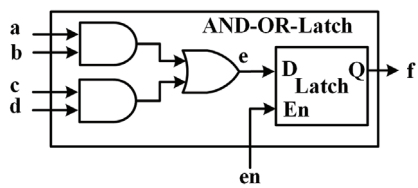

FIGURE 4.8
1) Design a sequential circuit according to the illustration in Figure 4.8. The combinational section, housing two AND gates and one OR gate, can be succinctly described using a concurrent *assign* block. For the sequential aspect, incorporating a latch, can be succinctly described employing a conditional *assign* block or a level-triggered *always* block.